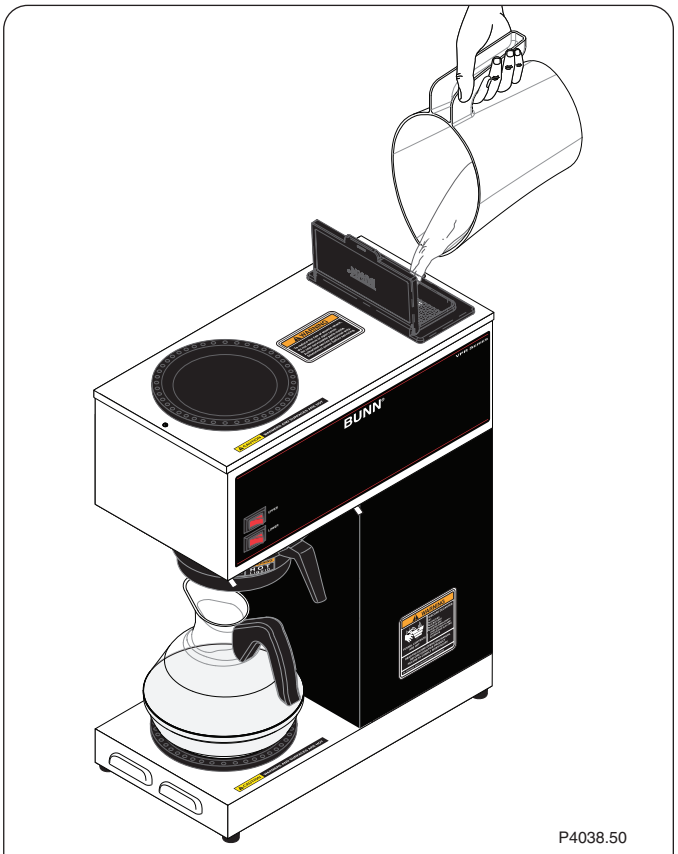

FIG. 1 ECHE AGUA SOLAMENTE
5. Abra la tapa superior de la cafetera y vierta una jarra de agua del grifo, vea FIG. 1.